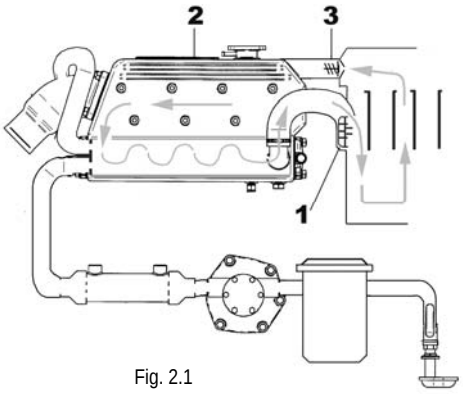

Fig. 2.1
2.2.1 CIRCUITO DE REFRIGERANTE (Fig. 2.1)